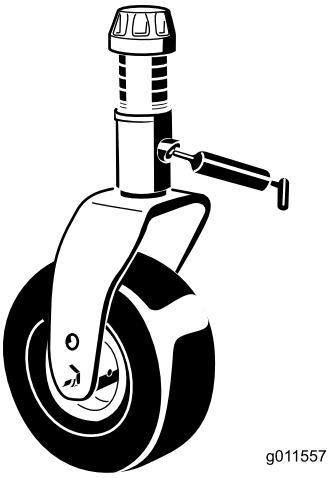

Figur 42
- Bussningar på hjulgaffelns axel (2) (Figur 42)